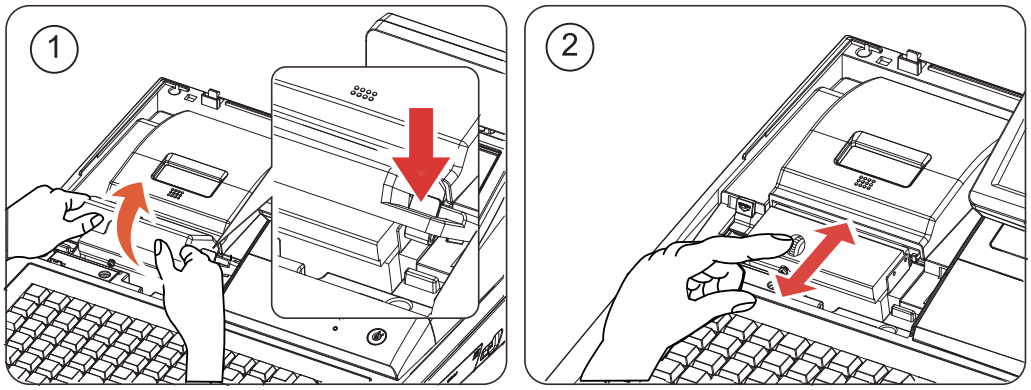

Figure 5-3 Removing Paper Jam (SPS-530)
1. Lift it off COVER. (Figure 5-3-①)
2. Turn the KNOB(Orange color) forward or backward until the buzzer beep stops as illustrated Figure5-3-②.